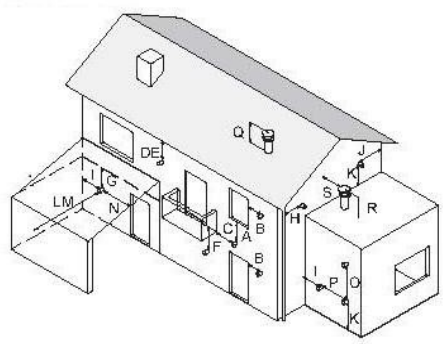

Рисунок 5.7
• устанавливать с соблюдением минимальных расстояний Рисунок 5.7 и действующего национального и местного законодательства.